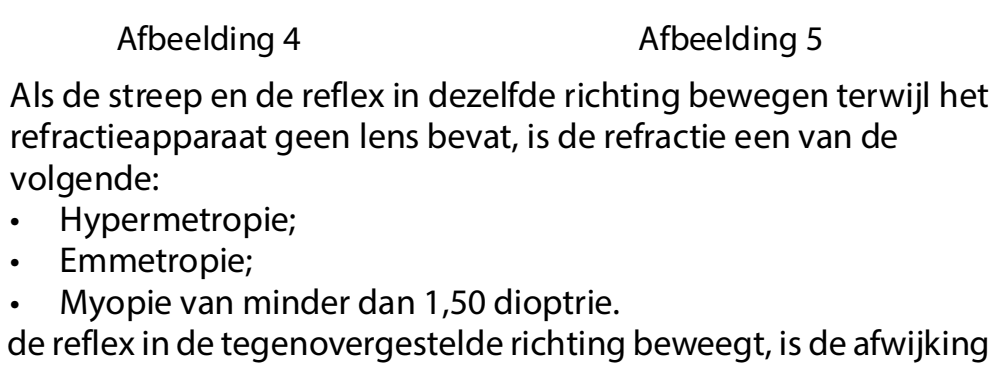

Afbeelding 4 Afbeelding 5
6. Draai de regelknop totdat de streep horizontaal is en beweeg de streep verticaal. De reflex lijkt op afbeelding 4 of 5.